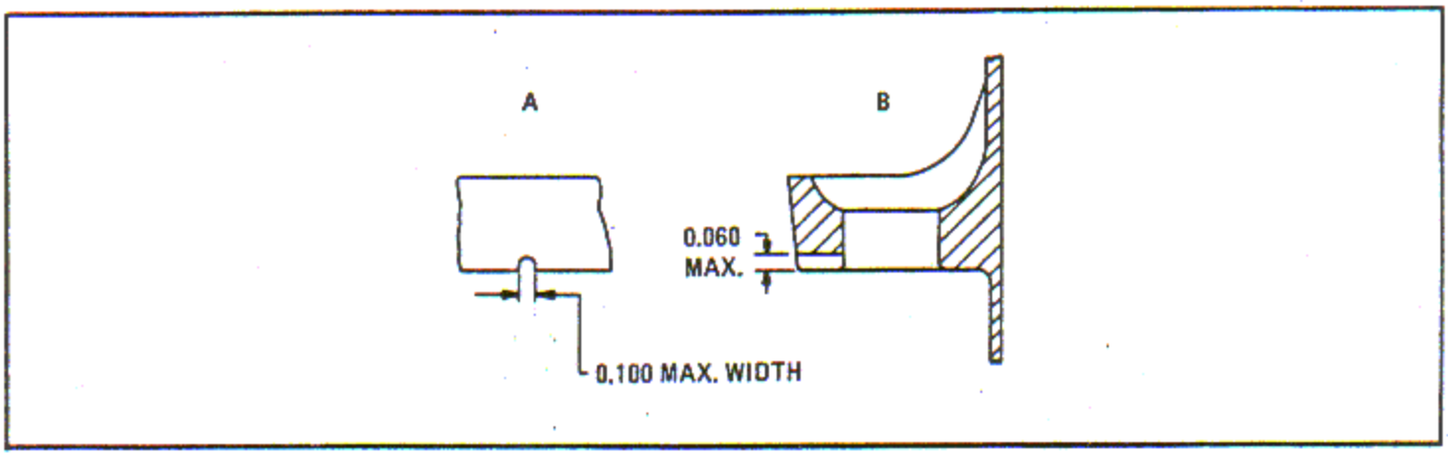

Figure 6-121. Cylinder Flange Reconditioning Limits
c. The groove width shall be as narrow as possible, with a maximum width of 0.100 inch, as shown in view A of figure 6-121.